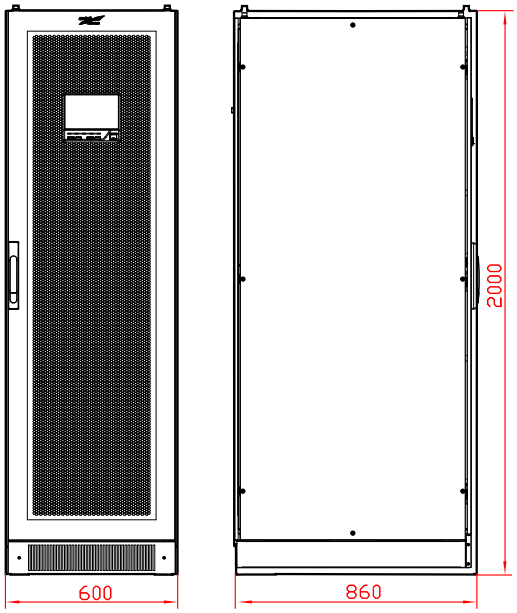

Рис. 3.8. Размеры MR3375, MR33125, MR33200, MR33300
Step 1 Определите и спланируйте месторасположение ИБП в соответствии с его размерами (как показано на Рис. 3.8, Рис. 3.9) и требованием к месту эксплуатации (см. п. 3.2.3).